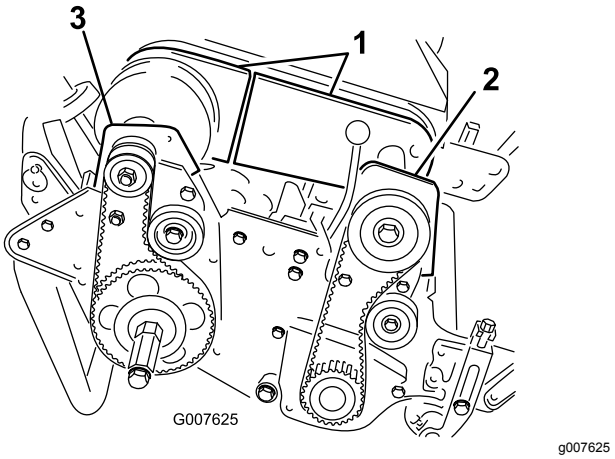

Figur 48
4. Fjern boltene som fester den fremre og bakre delen av differensialdekselet til differensialhuset, og skyv dekseldelene bort for å få tilgang til remmen (Figur 48).
6. Fjern de to boltene og låsemutterne som fester det fremre clutchhuset til sideplaten (Figur 48).
8. Fjern de to boltene og låsemutterene som fester det høyre bakre lagerhuset til sideplaten (Figur 48).